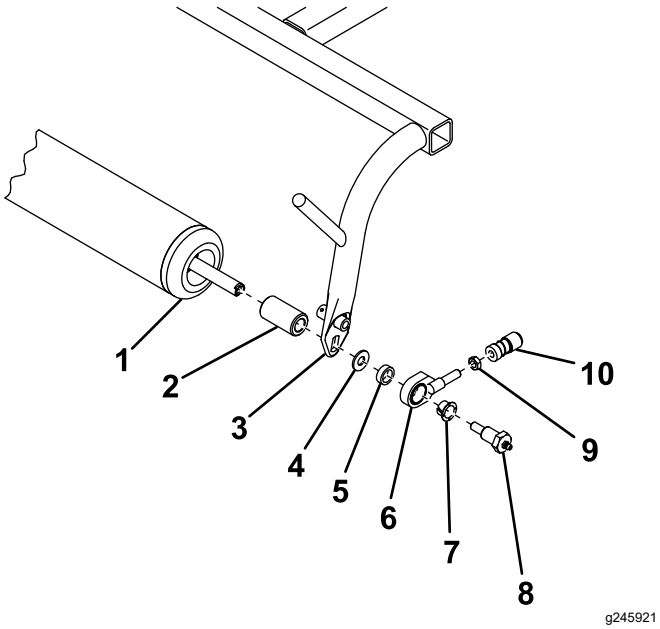

Figur 4
6. Skyv på et rammeavstandsstykke i hver ende av valsen (Figur 4).
7. Monter valsen løst til trekkrammen, som vist i Figur 4.
8. Træ en låsemutter og kuleleddmottakeren du fjernet tidligere, på trekkoblingsenheten (Figur 4). Låsemutteren skal ikke strammes på dette tidspunktet.